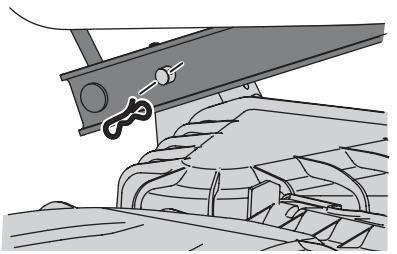

Fig. 45
11. Looking at the deck from the left side of the tractor, locate the bow-tie pin on the rear left side of the deck (Fig. 45).
12. Remove the pin and slide the deck pin out of the deck lift arm (Fig. 45).